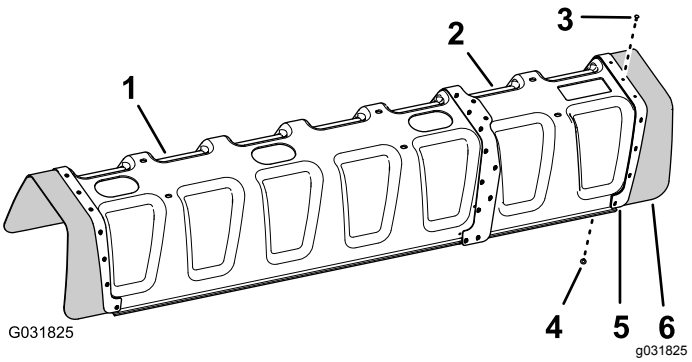

Figur 182
5. Rikta in hålen i gummikåpan och förstärkningsplattan (enkelradig) som du tog bort i steg 2 mot hålen i änden av kåpförlängningen (Figur 182).